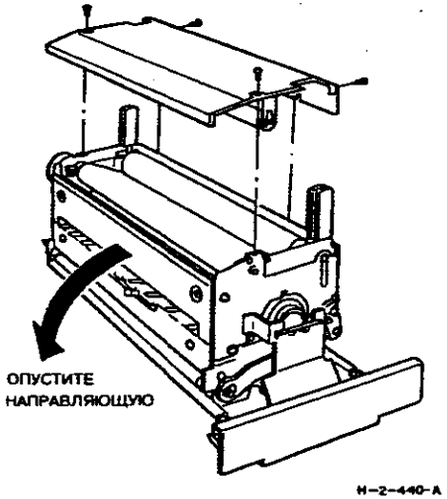

**Рисунок 1. Направляющая вывода**
3. (Рисунок 1) Выверните два винта крепления направляющей вывода и опустите направляющую.